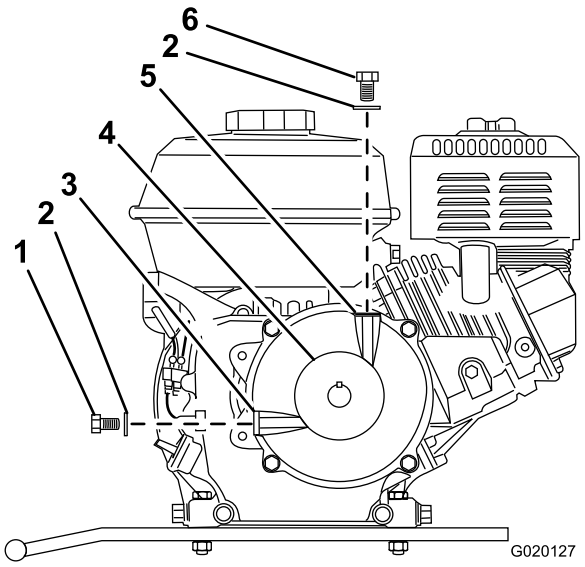

Figura 64
3. Retire el perno y la arandela de llenado del orificio de llenado situado encima de la caja reductora (Figura 64).
4. Retire el perno de comprobación del nivel de aceite y la arandela del orificio de nivel de aceite en el lateral de la caja reductora (Figura 64).
9. Instale el perno de comprobación del nivel de aceite y la arandela en el orificio de nivel de aceite de la caja reductora y apriete el perno de comprobación del nivel de aceite (Figura 64).
10. Instale el perno de llenado y la arandela en el orificio de llenado de la caja reductora y apriete el perno de llenado (Figura 64).